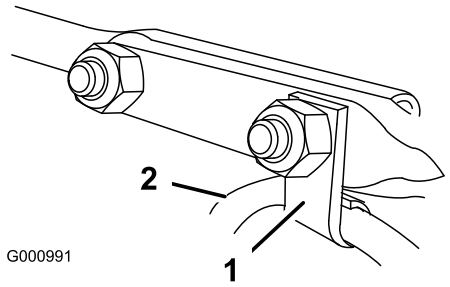

Рисунок 11
6. Наденьте зажим, который поддерживает тросик дефлектора, на передний болт с квадратным подголовком, и закрепите болты контргайками из комплекта вспомогательных деталей (Рисунок 11).